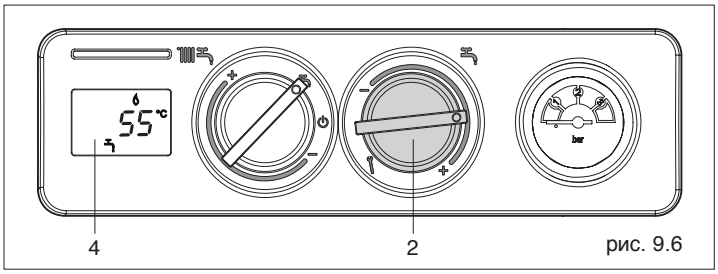

рис. 9.6
- **Регулирование температуры горячей воды:** Для регулировки температуры горячей воды (санузлы, душ, кухня и прочее) поворачивайте ручку (2, рис. 9.6) внутри зоны, обозначенной знаками + и –. При повороте переключателя на дисплее будет отображаться заданная температура. Для того чтобы изменить температуры, вращайте переключатель до тех пор, пока на дисплее не отобразится нужное вам значение. Через несколько секунд после того как вы отпустите переключатель, на дисплее начнёт отображаться текущая температура в бойлере.